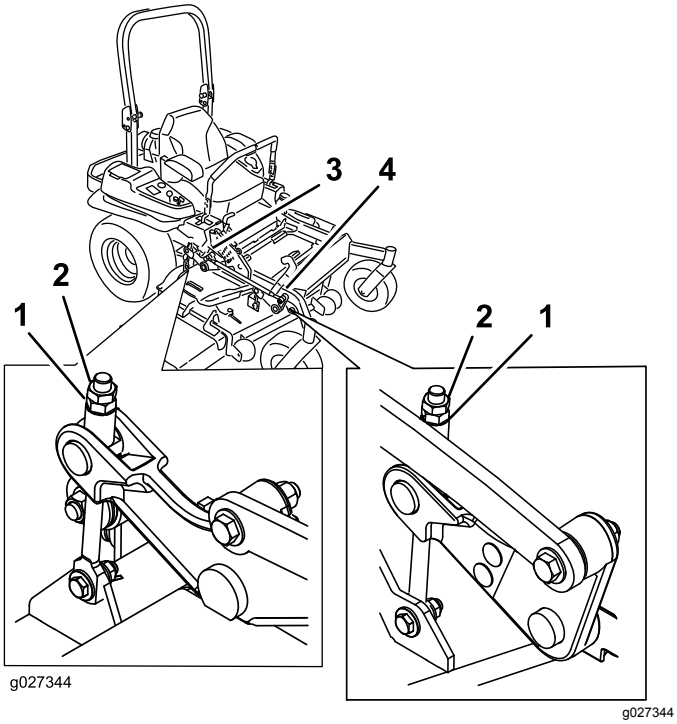

Figur 97
10. Finjuster justeringsmutteren på den fremre klippeenheten ved å vri på den (Figur 97).
16. Finjuster skruejusteringen ved å vri den til 8,3 mm høyde (se Figur 97).